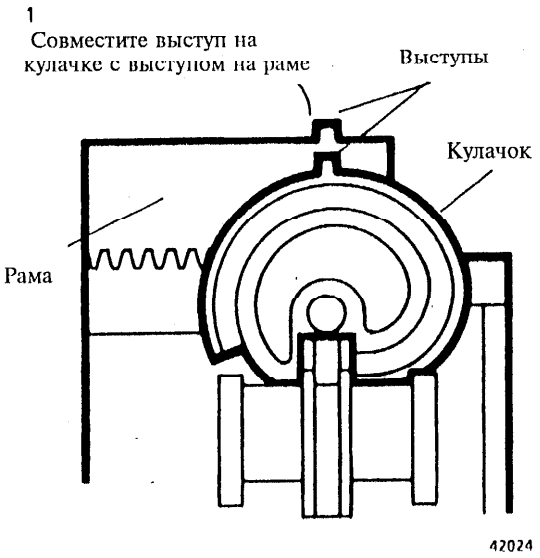

Рис. 2 Установка поддерживающего узла
2. (Рис. 2): Если кулачок был сдвинут во время снятия поддерживающего узла, вновь установите его на место.